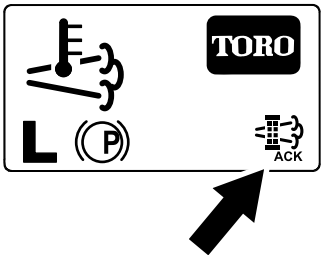

Figuur 60
8. Het hoofdscherm van het InfoCenter verschijnt en het pictogram regeneratie aanvaard (Figuur 60) verschijnt rechts onderaan het scherm terwijl de regeneratie bezig is.